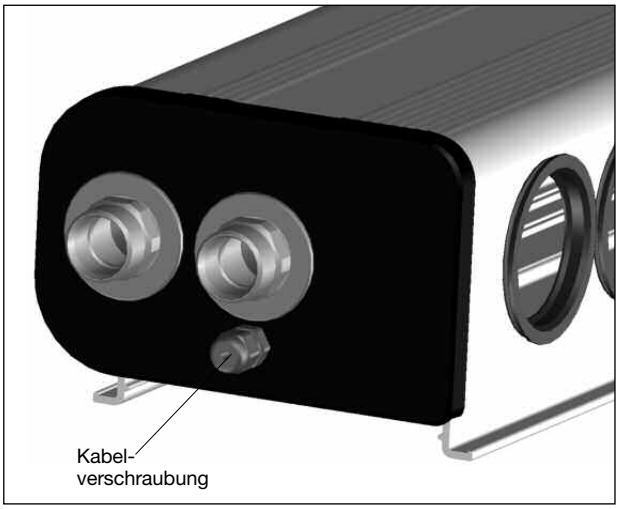

Abb. 28: Abdeckkappe links mit Kabelverschraubung zur Fixierung eines Temperaturfühlerkabels (z.B. PT 1000)
Der Temperaturfühler muss immer in dem heißen Vorlauf (VL) installiert werden. Bei den Kollektoren OKP 10 und OKP 20 ist die Aufnahme für den Temperaturfühler auf der linken Seite des Kollektors vorgesehen (siehe Abb. 28).